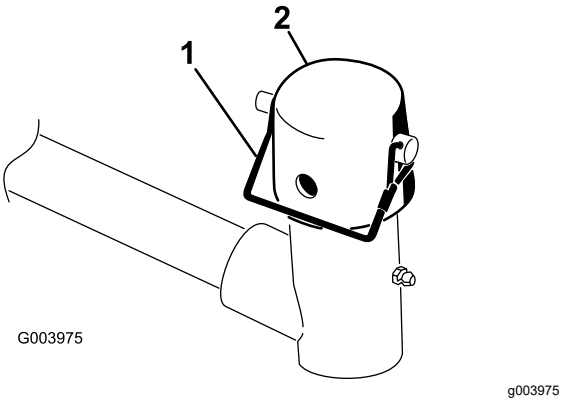

Figur 9
2. Fjern låsestiften og hætten fra løftearmens drejegaffel (Figur 9).
Bemærk: Brug rillen, hvis der ønskes en klippeenhed med styring, eller brug hullet, hvis klippeenheden skal fastlåses i positionen (Figur 9).